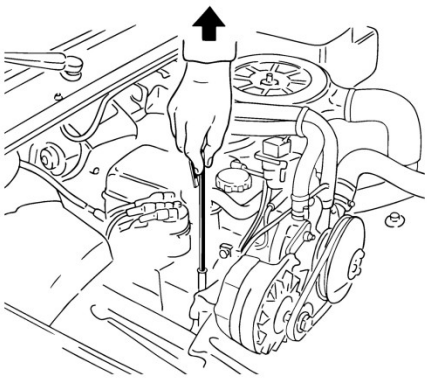

Рис. 2
b) Откройте крышку маслозаливной горловины в двигателе (рис. 2).